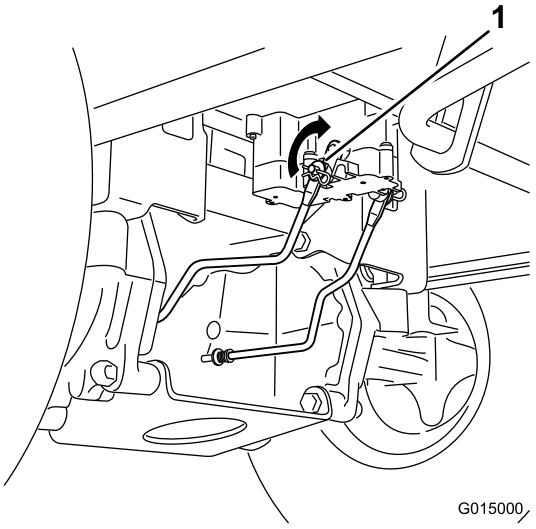

Figur 48
1. Lokalisera elbromsens axel där bromsens länkarmar har anslutits (Figur 48).